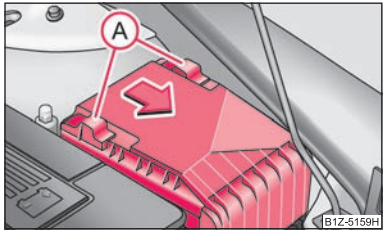

Fig. 144 Cache des fusibles dans le compartiment moteur
– Faites glisser l'étrier de sûreté (A) ⇒ fig. 144 jusqu'à la butée, le symbole 🔓, apparaît derrière l'étrier de sûreté et le cache peut être retiré.